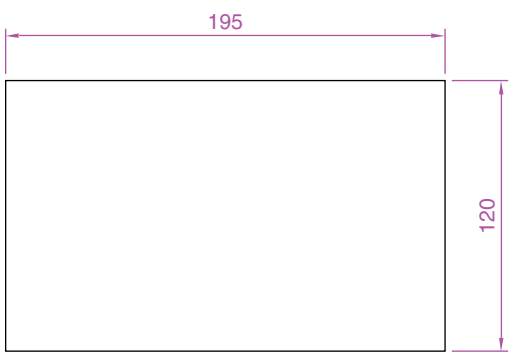

Fig. 2.29 Exercise 2
2. Construct the outline in Fig. 2.29 using the **Line** tool. The coordinate points of each corner of the rectangle will need to be calculated from the lengths of the lines between the corners.